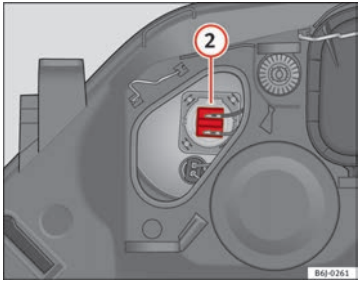

Fig. 155 Main beam headlights
– Remove connector ⇒ Fig. 155 (2) by pulling outward.